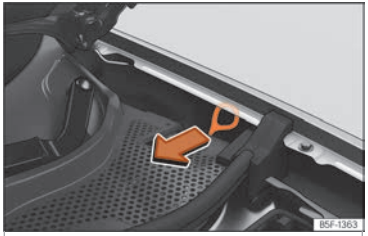

Abb. 213 Zwischen dem linken Kotflügel und dem Scharnier der Frontklappe: Ziehgriff für manuelle Notentriegelung des Ladesteckers.
Der Ziehgriff für die Notentriegelung befindet sich auf der linken Seite im Innenraum vorn, oberhalb der Ladedose ››› **Abb. 213**.
- Ziehen Sie den Griff ››› **Abb. 213**.